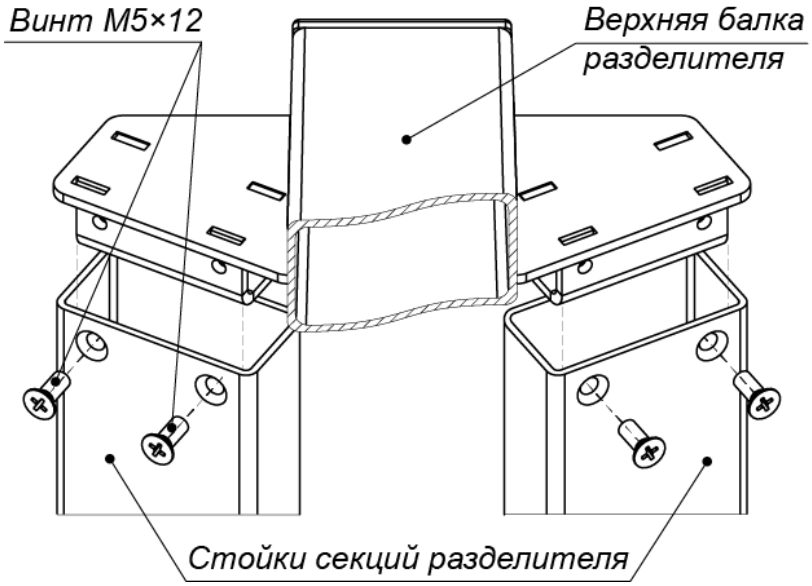

Рисунок 12. Установка верхней балки разделителя
7. Распакуйте секции разделителя (5) и верхнюю балку разделителя (8) (ящик №6).
- Установите обе секции разделителя (5) на установочную поверхность, ориентируя отверстия в опорных фланцах по расположению анкеров.
9. Установите верхнюю балку разделителя в стойки разделителя и зафиксируйте ее винтами М5×12 (8 штук), входящими в сборочно-монтажный комплект (рис. 12).